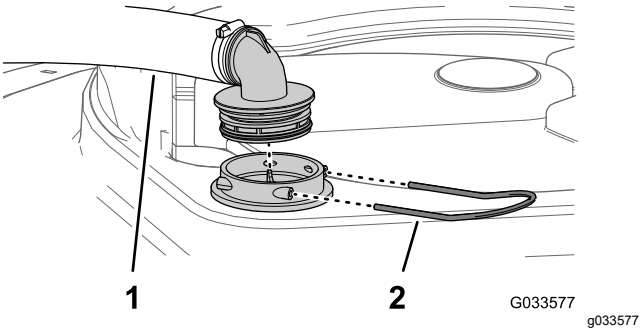

Figure 56
2. At the top of the sprayer tank, remove the retainer that secures the hose fitting attached to the large hose from the filter housing (Figure 56).
3. Remove the hose and hose fitting from the filter housing (Figure 56).